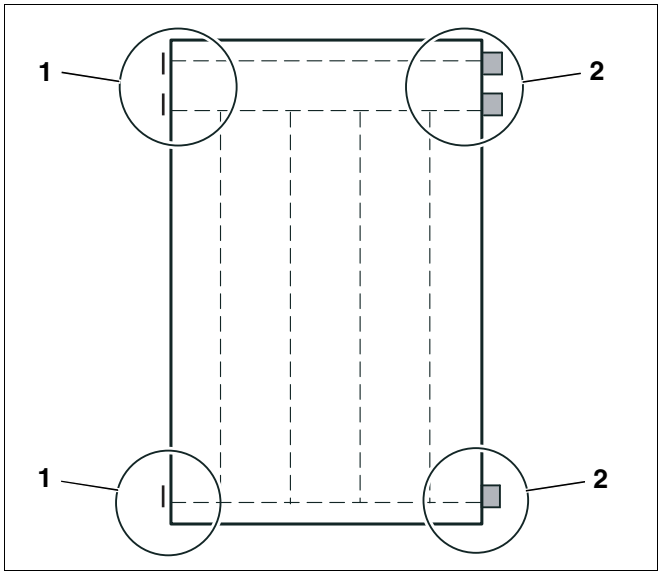

Afb. 6 Transportbescherming voor collectoraansluitingen
– De aansluitingen aan de linker collectorzijde (afb. 6, **pos. 1**) worden beschermd door een plaat die er tegenaan geschroefd werd. Die bescherming mag u pas verwijderen wanneer u de hydraulische aansluiting uitvoert.
– De aansluitingen van de rechter collectorzijde (afb. 6, **pos. 2**) zijn voorzien van een kunststof kapje. Verwijder dat kapje vooraleer u de collectoren monteert.